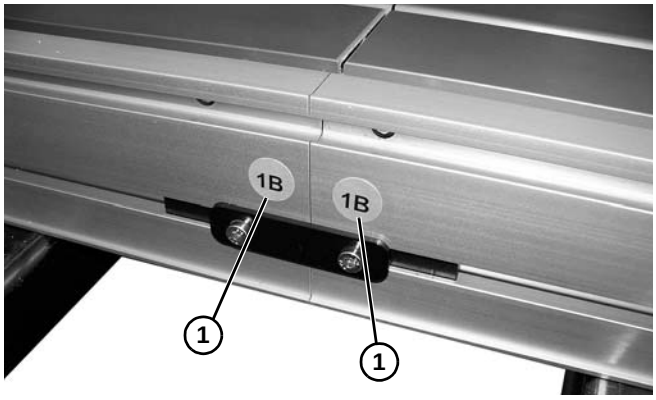

Figure 5
1. Assembler les sections de convoyeurs identifiées par des étiquettes **(Figure 5, élément 1)**.